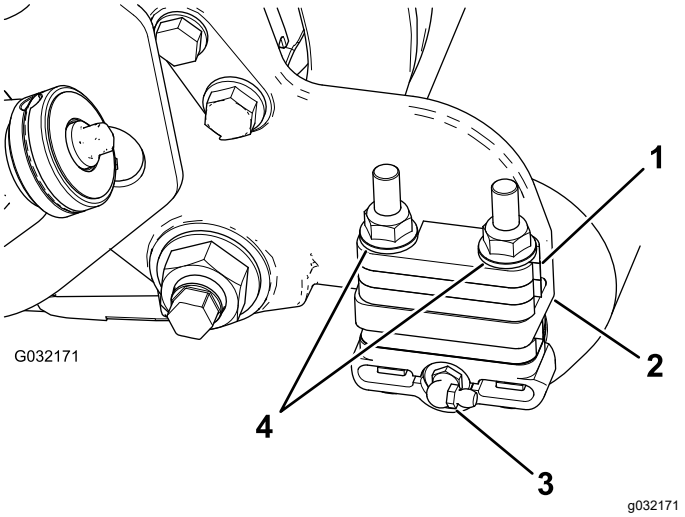

Figur 6
1. Fjern smøreniplen til rullen fra den side af klippeenheden, rullebørstehuset sidder på (Figur 6).
3. Fjern de 2 flangelåsemøtrikker, der fastgør hver rulleholder til sidepladerne, **og alle 6 mm afstandsstykker, der er placeret på oversiden af sidepladens monteringsflange** (Figur 6).